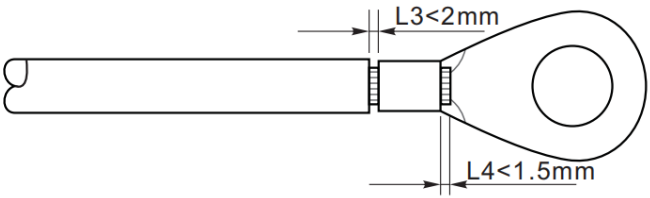

Figure 5-3 Grounding connection instruction（2）
Step 2: Insert the exposed core wires into the OT terminal and crimp them by using a crimping tool, as shown as figure 5.3. Recommend using OT terminal: OT M6, Cable: ≥6mm^2.